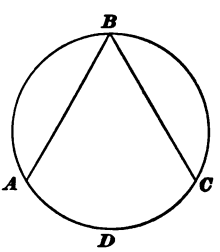

FIG. 43.
72. An **inscribed angle** is one whose vertex lies on the circumference of a circle and whose sides are chords. It is measured by one-half the intercepted arc. Thus, in Fig. 43, $A\ B\ C$ is an inscribed angle, and it is measured by one-half the arc $A\ D\ C$.
EXAMPLE.—If in Fig. 43, the arc $A\ D\ C = \frac{2}{5}$ of the circumference, what is the measurement of the inscribed angle $A\ B\ C$?